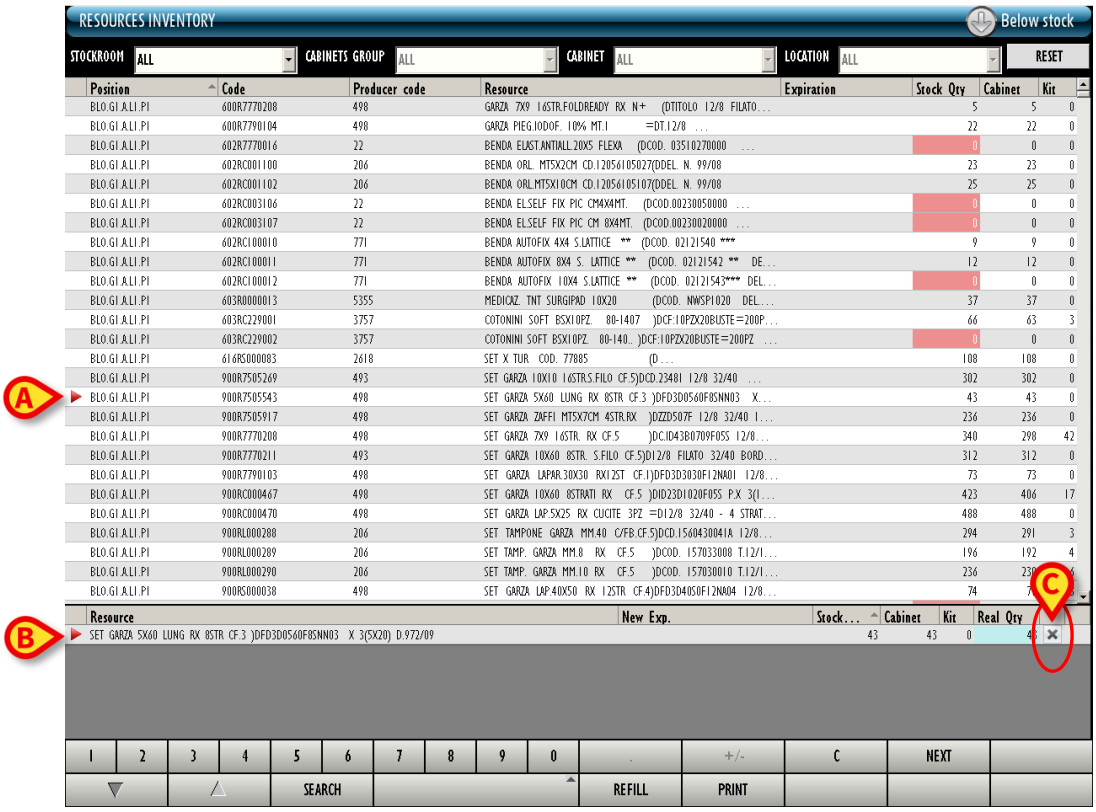

Fig 284
The resource is selected; the icon is displayed on the left (Fig 284 **A**).
The details of the selected resource are displayed in the lower area of the screen (Fig 284 **B**). Here, on the right of the row corresponding to the resource that must be deleted,
- Click the button (Fig 284 **C**).